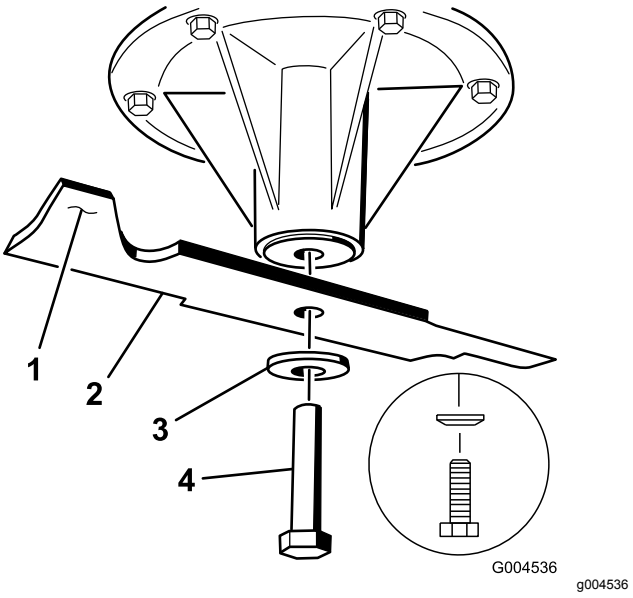

Figur 102
2. Avlägsna knivskruven, den böjda brickan och kniven från spindelaxeln (Figur 102).